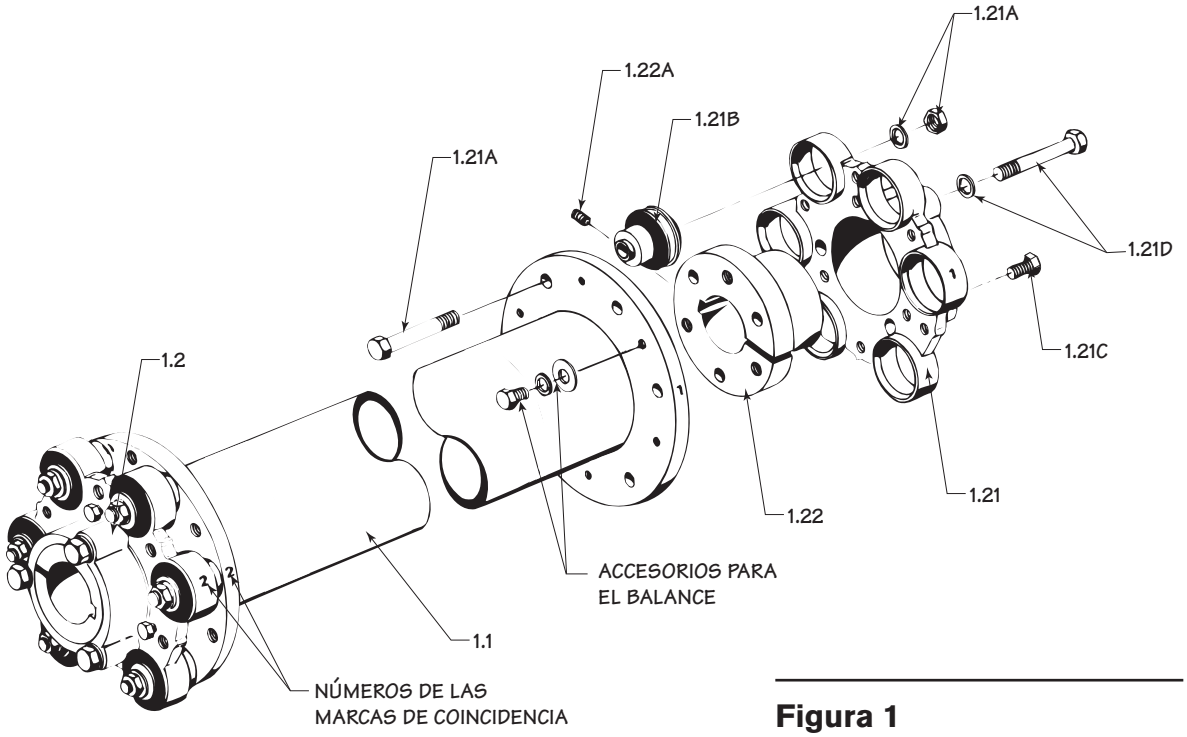

Figura 1
Los ejes motrices de Marley de las Series 301 y 400 consisten de un conjunto de tubo con acoplamientos para el motor y el Geareducer®. Los ejes motrices están balanceados dinámicamente. Los tubos y las bridas del yugo tienen marcas de coincidencia según se balancearon. Consulte la Figura 1. No cambie la posición o relación de los componentes con marcas de coincidencia durante la instalación. Cuando los acoplamientos, los yugos o los conjuntos de tubo se reemplazan, el eje motriz puede ser necesario reequilibrar. Vea la página 8.
- Instale los seis pernos de máquina a través de la brida del conjunto de tubo por el yugo del Geareducer, como se muestra en la Figura 1. Asegúrese de que los casquillos flexibles estén bien asentados en la brida del conjunto del tubo. Apriete progresivamente los seis pernos hasta obtener un par de apriete de 68 N·m.